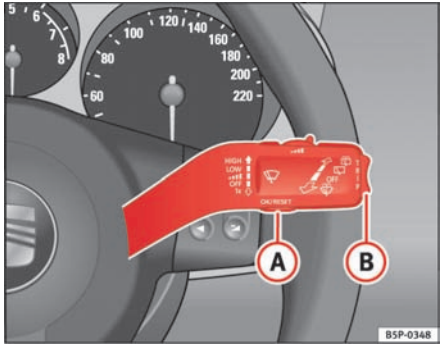

Fig. 38 Windscreen wiper and windscreen wash lever: button A and rocker switch B
A **Service pre-warning** will appear in the mileage displays if a service is due soon. A “spanner” symbol appears and the display “km” with the distance that can be driven until the next service appointment is due. The display will change after approximately 10 seconds. A “clock symbol” appears and the number of days until the service appointment should be carried out. The instrument panel displays the following message[5]: **SERV. IN ... KM OR ... DAYS**. The service message will disappear approximately 20 seconds after the ignition is switched on or the engine is running. The normal display can be resumed by pressing the reset button on the trip counter or by pressing the rocker switch of the MFI ⇒ page 61, fig. 38 (B).
– With the ignition switched on, briefly press the button ⇒ fig. 38 (A) on the windscreen wiper lever to move between the two memories.